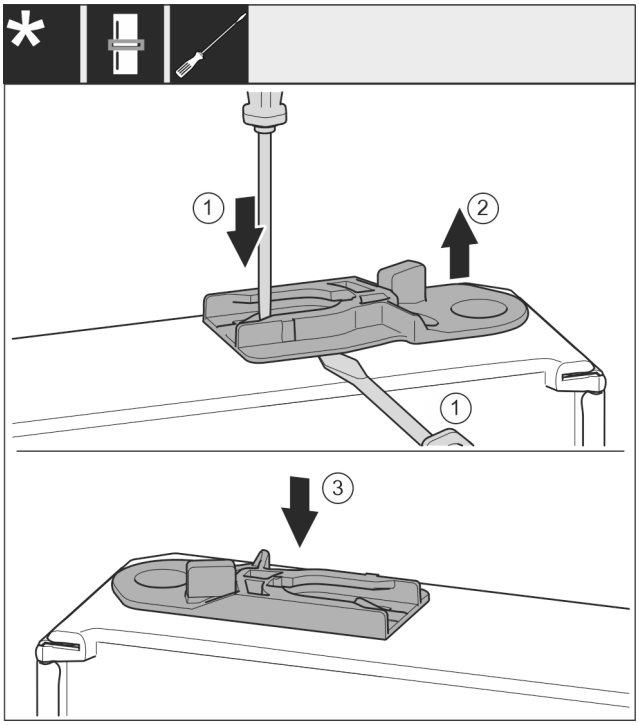

*Fig. 53 **
- ▶ Pull out the guide bush: Press the tab *Fig. 53 (1)* with a flat-blade screwdriver and at the same time move the flat-blade screwdriver under the guide bush *Fig. 53 (2)*.*
- ▶ Insert the guide bush *Fig. 53 (3)* supplied on the other side of the housing.*